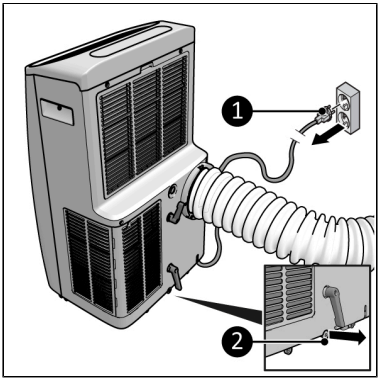

Abbildung 51.
1. Stellen Sie sicher, dass das Gerät ausgeschaltet und der Stecker aus der Steckdose gezogen ist (Abbildung 51, Pos. 2).
2. Entfernen Sie den Deckel von der Wassereinleitungsstelle (Abbildung 51, Pos. 2), entleeren Sie den Tank in einen Behälter oder Brunnen.